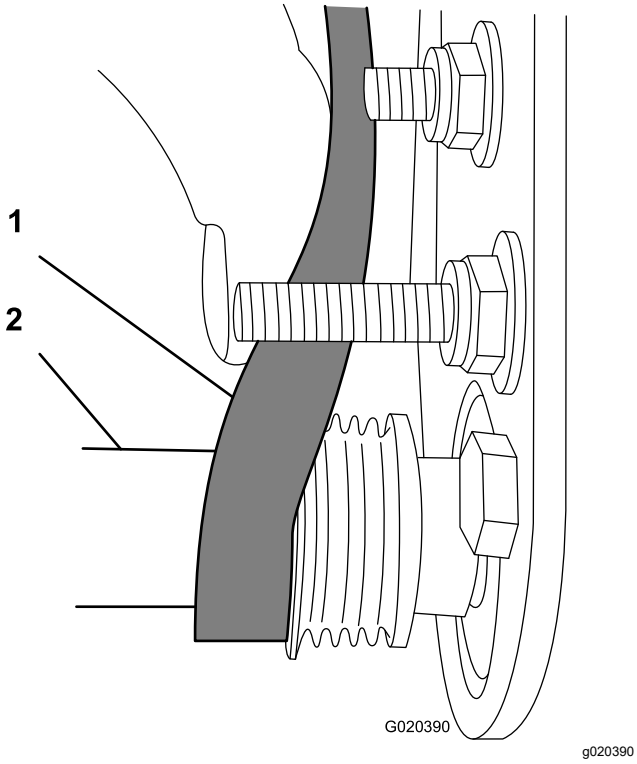

**Figur 27**
C. Rotera borstenheten och styr remmen på den drivna skivan genom att använda en djupbrunnshylsa (9/16 tum) (Figur 27).